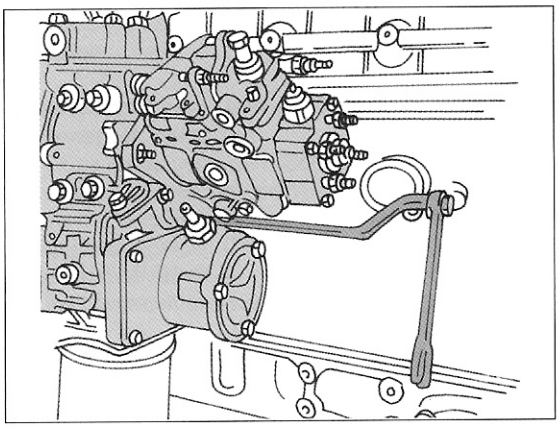

Bild 167
- Den Zahnriemenschutzdeckel (2) nach Lösen der Schrauben (1) abnehmen (linke Ansicht).
- Die Überwurfmuttern an der Einspritzpumpe und an den Einspritzdüsen abschrauben und das komplette Leitungsbündel (4) herausnehmen. Kraftstoffzufuhrleitung (3) und Auslassleitung (5) unter Bezug auf die mittlere Ansicht ausbauen.
- Die Einbaulage der Pumpe genau am Motor kennzeichnen. *Sie muss unbedingt wieder in der gleichen Stellung eingebaut werden.* Die Muttern (6) in der rechten Ansicht entfernen und die Einspritzpumpe (7) herausziehen. Es könnte sein, dass man die inneren Muttern bei einem 2.5-Liter-Motor schlecht erreichen kann. In der Werkstatt wird dazu ein Spezialwerkzeug benutzt oder man benutzt eine sehr dünnwandige Stecknuss mit Verlängerung in der in Bild 167 gezeigten Weise, um die Muttern zu lösen.